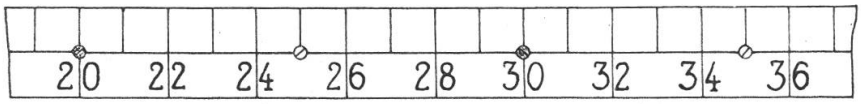

Abb. 2. Teilung der Fluryschen Meßkluppe
2. Fall, Fig. 2. Handelt es sich um einen schweren Stamm oder ist der Stamm hangaufwärts zu ziehen, so werden zwei Rollen (Flaschenzugwirkung) verwendet: die eine Rolle $R_1$ am Bindeseil des Stammes B und die andere $R_2$ am zu schleifenden Stamme.
Die Konstruktion der Kluppe ist im übrigen gleich geblieben. Das trapezförmige Lineal aus Birnbaumholz ist mit starken Messingschienen eingefaßt. Die Teilung ist außerordentlich deutlich auf einer weißen Zelluloidplatte angebracht, die von 5 zu 5 cm mit Schrauben am Lineal befestigt ist. Die Zahlen sind so gestellt, daß bei der in der Praxis üblichen Abrundung auf gerade Zentimeter ($31{,}_9 = 30$ cm) Ablesungsfehler möglichst vermieden werden. (Abb. 2.)